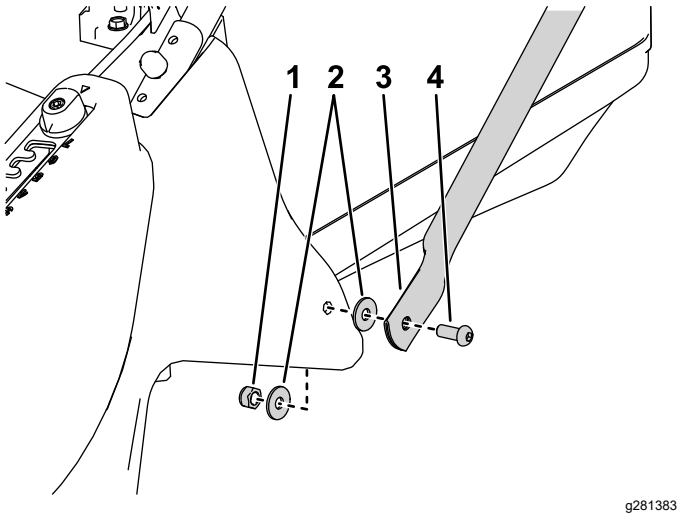

Figura 4
3. Montate la parte inferiore delle stegole di ancoraggio su ciascun lato del piatto di taglio utilizzando un bullone, rondelle piane all'interno e all'esterno del piatto di taglio e un dado di bloccaggio (Figura 4).